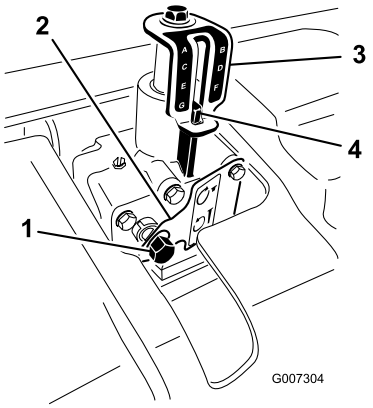

Figuur 21
3. Plaats met een dopsleutel een 9/16 inch bus op de aandrijfas van de diepteregelaar (Figuur 21).
5. Draai de diepteregelaar rechtsom om de beluchtingsdiepte te verkleinen of draai deze linksom om de beluchtingsdiepte te vergroten. (Figuur 21).
6. Draai de aandrijfas van de diepteregelaar tot de gewenste diepte is bereikt, zoals getoond op de sticker van de diepte-indicator (Figuur 21).